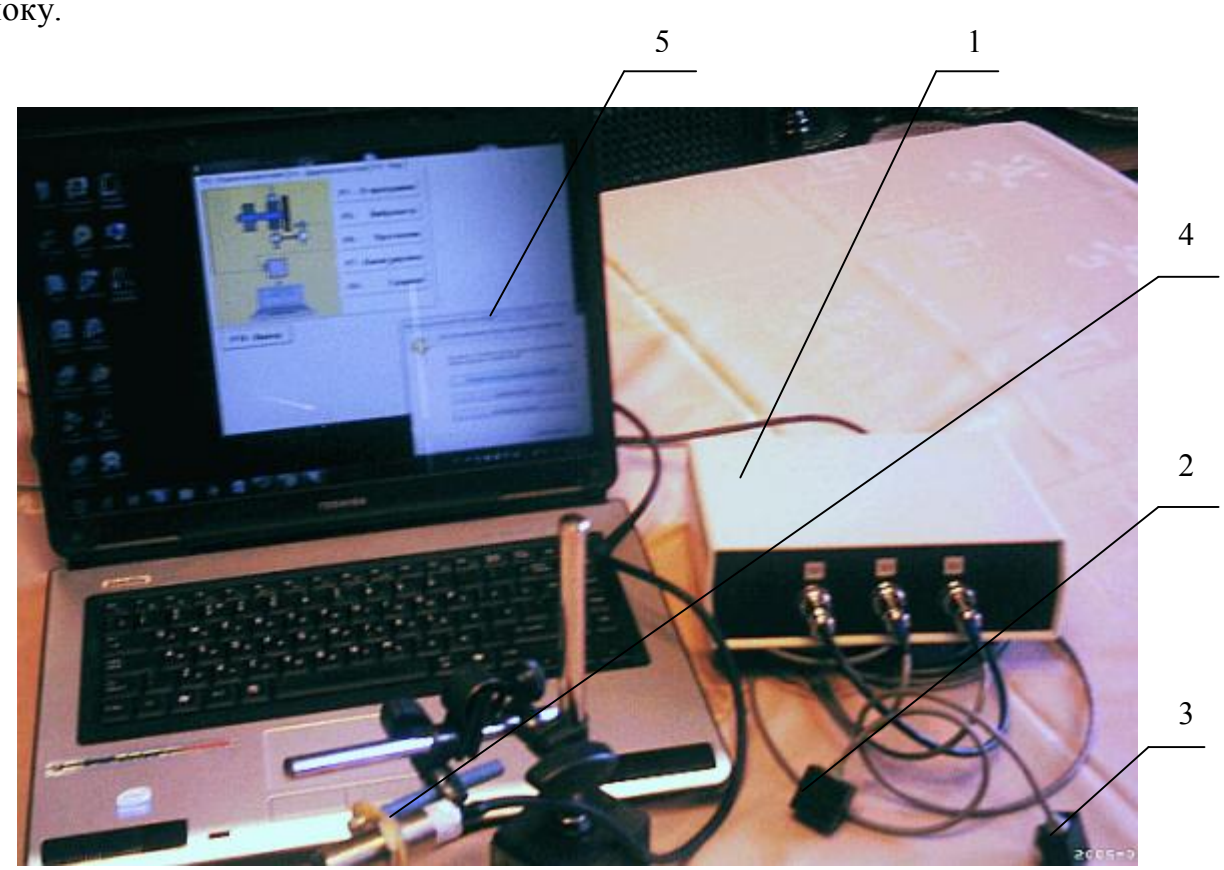

Рис. 4.1. Прибор для балансировки «БалКом-1» в комплекте
4.1. Фотографии прибора «БалКом-1» представлены на рис. 4.1 и 4.2.
Прибор (см. рис. 4.1) состоит из измерительного блока **1**, двух датчиков вибрации **2** и **3**, датчика фазового угла **4** и портативного компьютера (нетбука или ноутбука) **5**.
Собственно сама процедура аппаратного подключения измерительного блока к компьютеру достаточно тривиальна: необходимо просто соединить **USB** разъём **блока** (см. Рис.4.1. «Руководство по эксплуатации») с любым свободным **USB** портом компьютера и дождаться распознавания устройства операционной системой .